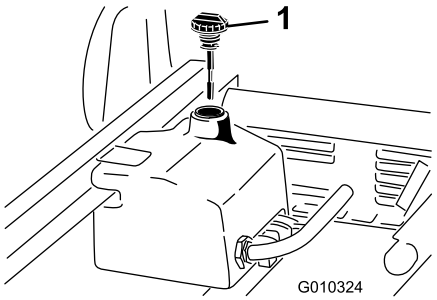

**Figur 17**
1. Rengør området omkring påfyldningshalsen og hydrauliktankens dæksel (Figur 17). Fjern dækslet fra påfyldningsstudsen.
2. Fjern målepinden (Figur 17) fra påfyldningsstudsen, og tør den af med en ren klud. Indfør målepinden i påfyldningsstudsen, tag den op igen, og kontroller væskestanden. Væskestanden skal være mellem de to mærker på målepinden.